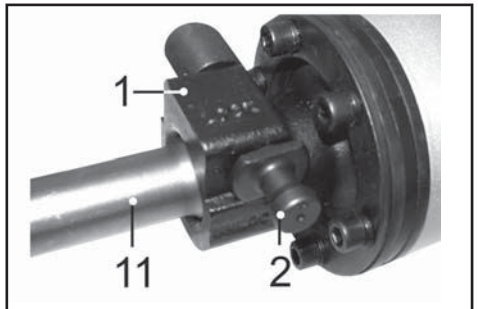

Рис. 4
8.1.4. Преодолевая усилие пружины, оттяните фиксатор муфты (2) на себя, и удерживая в этом положении, поверните на 180° и отпустите фиксатор (2). Метка на фиксаторе (2) должна располагаться возле маркировки «lock», Рис.4.